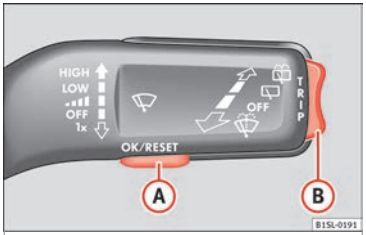

Fig. 33 Windscreen wiper lever: control buttons.
- If a message or vehicle symbol is displayed, press OK/RESET (››› **Fig. 33** (A)).
- Press the top or bottom part of the rocker switch ››› **Fig. 33** (B) until the desired option appears.